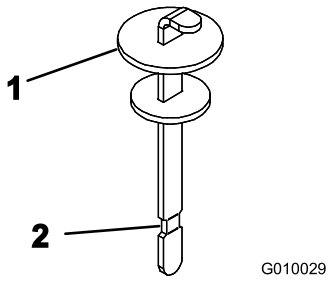

**Figur 19**
4. Fjern målepinden fra påfyldningsstudsen, og tør den af med en ren klud. Indfør målepinden i påfyldningsstudsen, tag den op igen, og kontroller væskestanden. Væskestanden skal nå op til mærket på målepinden (Figur 19).